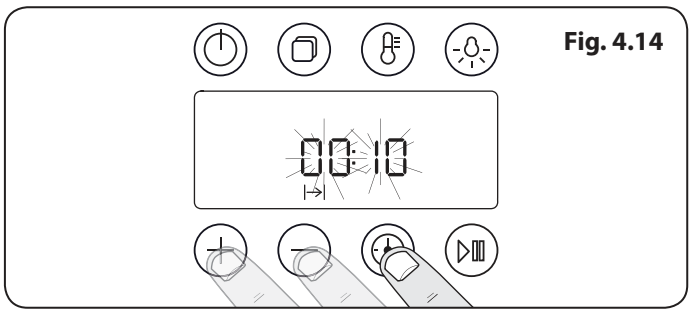

Fig. 4.14
2. Tryck på timerknappen för att ställa in 'tillagningsperioden' genom att använda knapparna [+] eller [-]. Tryck på timerknappen igen för att ställa in minuterna genom att använda knapparna [+] eller [-] (**Fig. 4.14**).